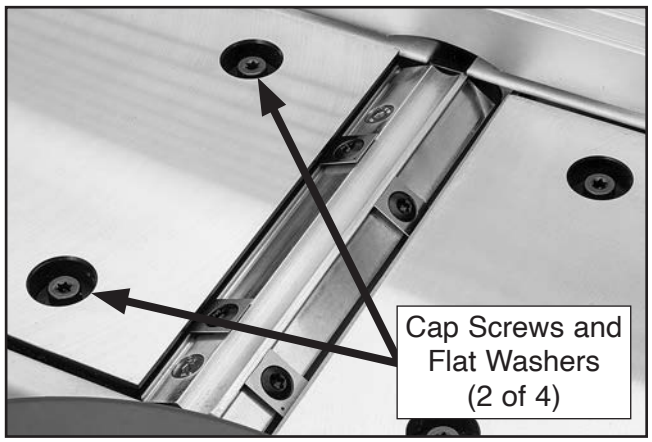

Figure 45. Example of outfeed table leveling adjuster location.
5. Access outfeed table leveling adjusters by removing (4) cap screws and flat washers from table openings (see **Figure 45**).